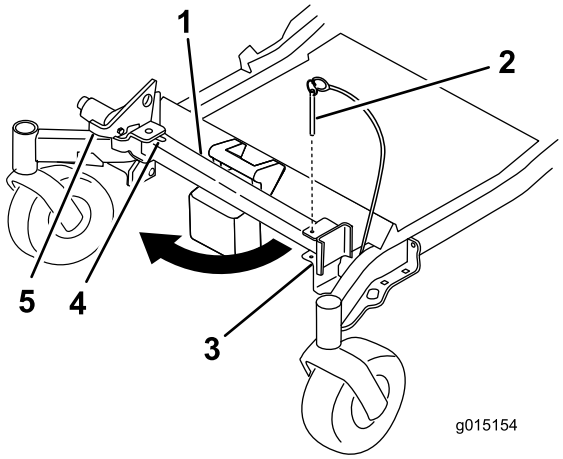
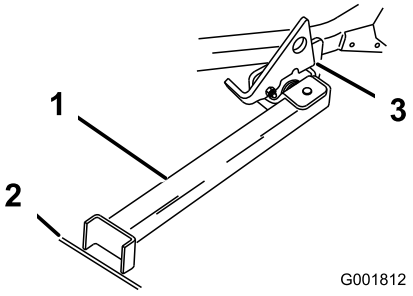

Figur 40
Figur 41
2. Monter brakettpinnen (Figur 40).
3. Hev spaken. Sving stativets fot ut og skyv stativet mot maskinen, inn i bunnen av slissen (Figur 40 og Figur 41).
4. Plasser stativets fot på bakken og hvil spaken på dreietappen (Figur 41).
Merk: For best resultat, plasser stativets fot på skjøter i fortauet eller ned i gressmatten (Figur 41).
6. Kjør opp på stativet. Stopp når spaken faller ned over tappen i låst stilling (Figur 41). Når maskinen er på stativet, sett på parkeringsbremsen og slå av motoren.
5. Plasser stativet i hvilestilling igjen (Figur 40).